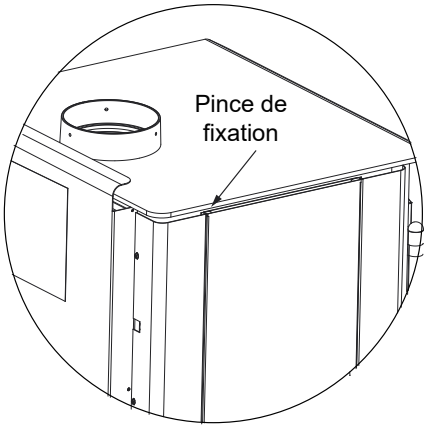

Figure 24.3
Les appareils sont expédiés avec une pince pour le panneau latéral complet, de chaque côté. Retirez et jetez les goupilles avant l'utilisation **(Figures 24.3)**.
2. Retirez le cadre des tuiles du côté de l'appareil en le soulevant et le retirant de l'appareil **(La figure 24.3 présente le retrait du panneau latéral complet)**.